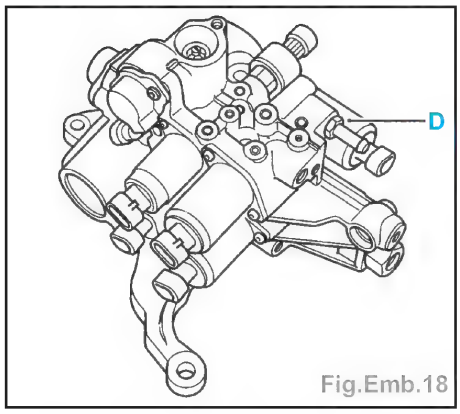

Fig.Emb.18
Nota : pour la dépose de l'électrovanne (D), il n'est pas nécessaire de déposer le groupe électrohydraulique (Fig.Emb.18).